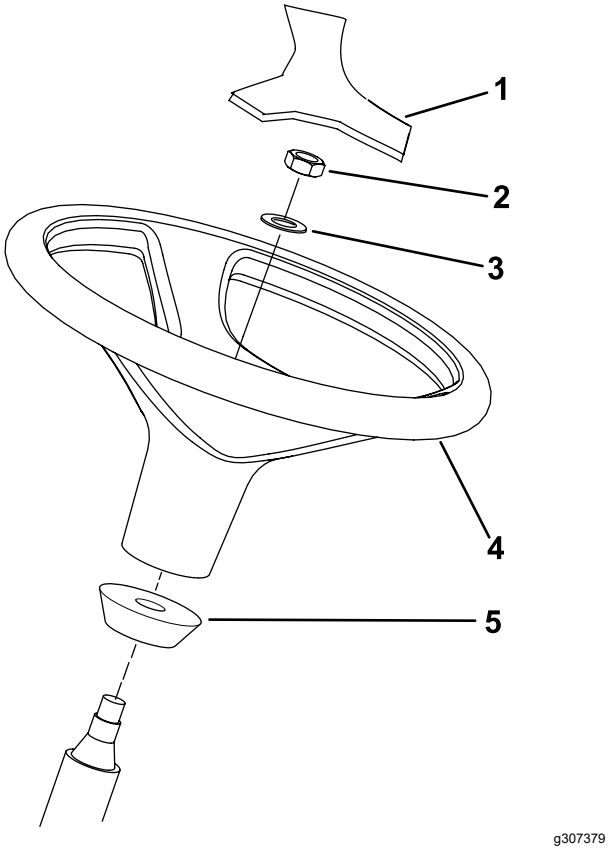

**Bild 13**
1. Nehmen Sie das Lenkrad von der Versandpalette ab (Bild 13).
**Hinweis:** Stellen Sie sicher, dass der Schaumkragen auf der Lenkwelle verbleibt (Bild 13).
3. Ziehen Sie das Lenkrad und die Scheibe auf die Lenkwelle auf (Bild 13).
5. Befestigen Sie die Abdeckung am Lenkrad (Bild 13).